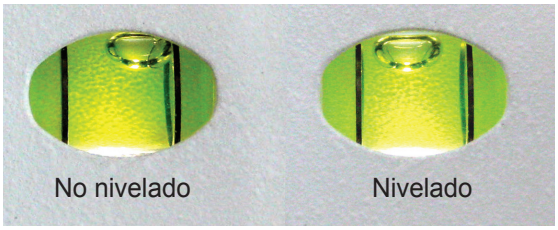

Figura IS-08, Nivelado
Nota: El nivel se ilumina cuando se enciende el cabezal Phoroptor; eso le permite ver la burbuja con mayor claridad. (Mire la Figura IS-08).
3. Siga nivelando el cabezal Phoroptor hasta que la burbuja del nivel se vea como en la imagen “Nivelado” que se encuentra a la derecha en la Figura IS-08.